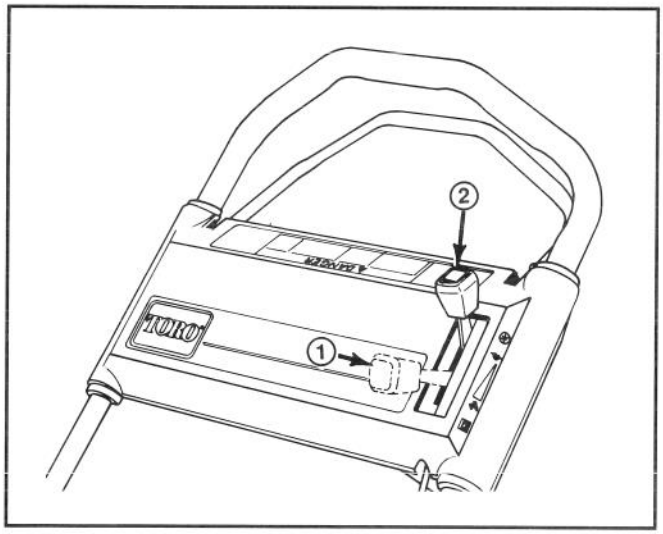

Afbeelding 10
2. STARTEN—Zet de gasklep op CHOKE (Afb. 10). Trek de repeteerstarter op de motor uit tot het touw strak staat en trek vervolgens krachtig om de motor te starten. Als de motor start, de gasklep op FAST zetten of de rijsnelheid naar wens afstellen.
3. STOPPEN—(Afb. 10) Om de motor uit te schakelen, de gasklep achteruit in de ENGINE OFF stand zetten. Trek de draad uit de bougie wanneer de maaier onbewaakt wordt achtergelaten of niet wordt gebruikt.